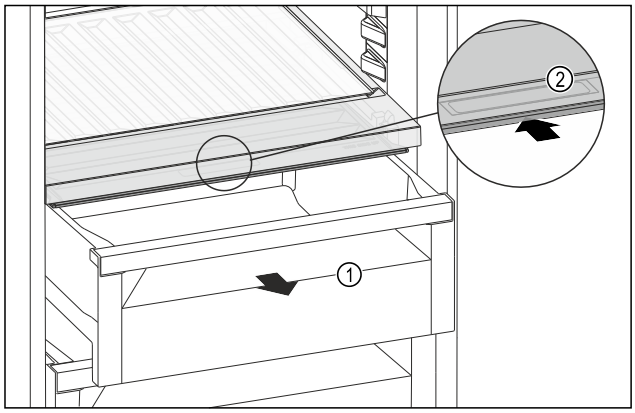

Fig. 145
▶ 拉出抽屉 *Fig. 145 (1)*。
▶ 抓住抽屉盖上的内嵌式拉手 *Fig. 145 (2)*，并同时向后推入抽屉盖。